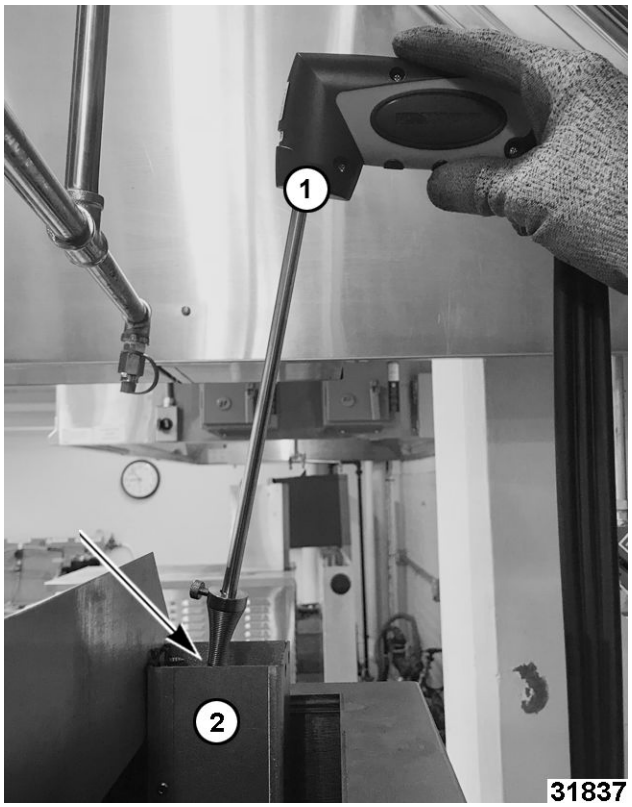

**Fig. 49**
A. Insert analyzer (1, Fig. 49) into exhaust flue (2, Fig. 49) as shown.